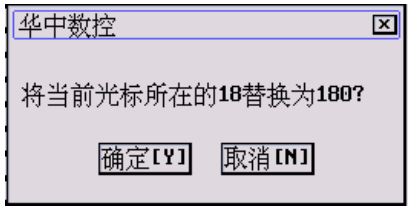

图 5.2.6 是否替换当前字串
(8) 按 Y 键则替换所有字符串，按 N 键则光标停在找到的被替换字符串后，且弹出如图 5.2.6 所示的对话框；